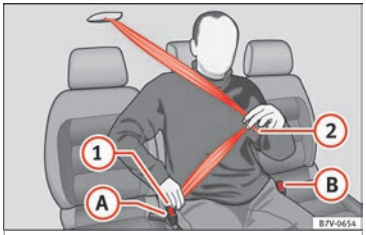

Bild 90 Spänn fast säkerhetsbältet på det mellersta sätet i andra sätesraden
- Använd bältets låstunga »» **bild 90** (1) för att dra bältet nedåt. Ta **inte** vrida på säkerhetsbältet »» ⚠.
- Spänn fast låstungan (1) i låset för motsvarande säte (A).
- Använd låstungan »» **bild 90** (2) för att dra säkerhetsbältet tvärs över ditt knä.
- Spänn fast låstungan (2) i låset för motsvarande säte (B).
- Tryck på den röda knappen på spännet »» **bild 90** (A). Låstungan hakas loss från spännet.
- Tryck på den röda knappen på spännet »» **bild 90** (B). Låstungan hakas loss från spännet.